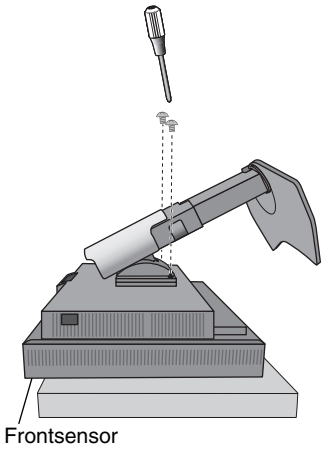

Abbildung S.2
4. Legen Sie den Monitor mit der Vorderseite nach unten auf eine glatte Oberfläche. Vergewissern Sie sich, dass keine Belastung oder Druck auf den Frontsensor aufgebracht wird. Um dies zu vermeiden, legen Sie den Monitor mit der Display-Seite nach unten auf einen Tisch, wobei der Frontsensor über den Tischrand hinausragt (**Abbildung S.2**).
7. Entfernen Sie die 4 Schrauben, mit denen der Monitor am Fuß befestigt ist. Entfernen Sie als erstes die beiden unteren Schrauben (**Abbildung S.2**).